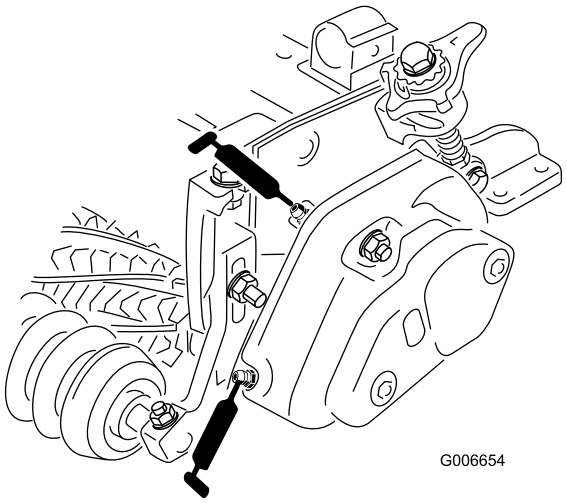

Bild 14
25. Füllen Sie jedes Spindellagergehäuse mit Schmiermittel (Bild 14). Überflüssiges Schmiermittel tritt zwischen den inneren Dichtungen und den Dichtungsschutzvorrichtungen aus.
26. Schmieren Sie alle Groomerlager ein (höchstens 2 oder 3 Pumpenstöße) (Bild 14). Schmieren Sie nicht zu stark ein, da die Dichtung sonst ausfallen kann. Wischen Sie überflüssiges Schmiermittel ab.